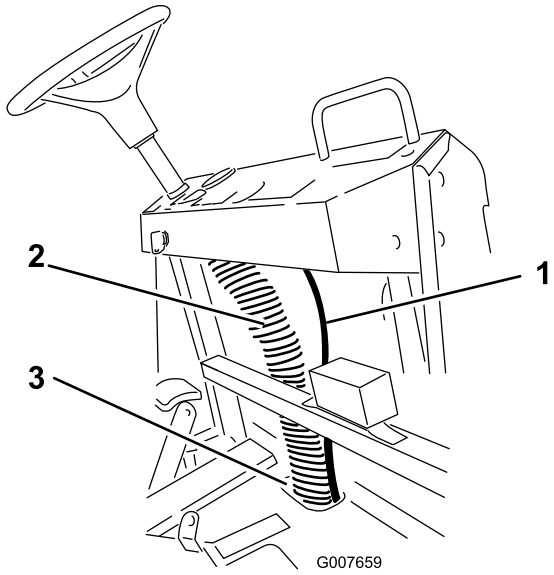

Figuur 11
4. Leid de slang naar boven, rechts achter het dashboard (Figuur 11).
5. Bevestig de slang aan de bestaande kabelkolom (Figuur 11).